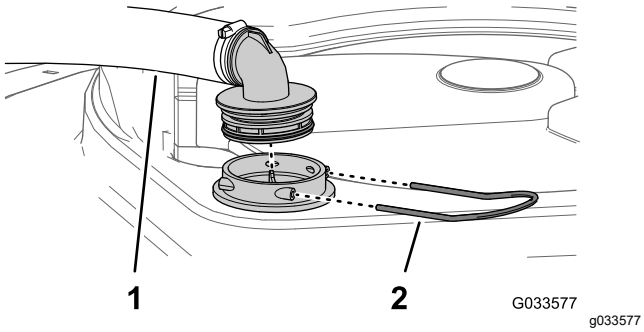

Figura 49
2. Na parte superior do depósito do pulverizador, retire a fixação que prende a união da mangueira unida à tubagem grande da estrutura do filtro (Figura 49).
3. Retire a tubagem e a união da tubagem da estrutura do filtro (Figura 49).